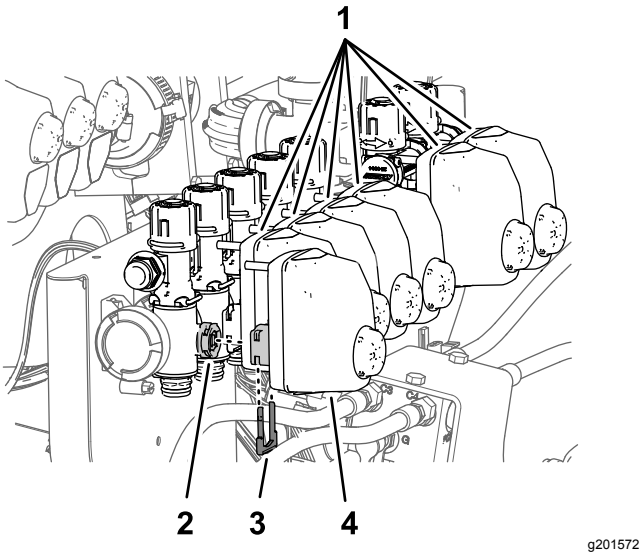

Figur 97
1. Fjern holderne som fester ventilaktuatorene for dyseventil 1 til 7 (Figur 97).
2. Fjern ventilaktuatorene fra dyseventil 1 til 7 (Figur 97).
10. Monter ventilaktuatorene på dyseventil 1 til 7 (Figur 97) med holderne som du fjernet i trinn 1.